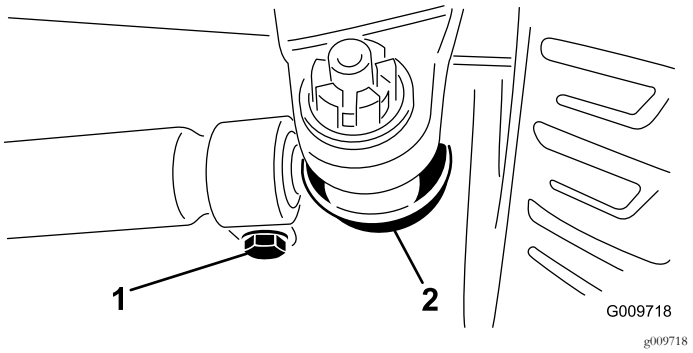

Figur 60
2. Justera genom att ta bort saxpinne och mutter från varje kulled på dragstången (Figur 60).
4. Lossa klämmorna på dragstängernas bägge ändar (Figur 60).